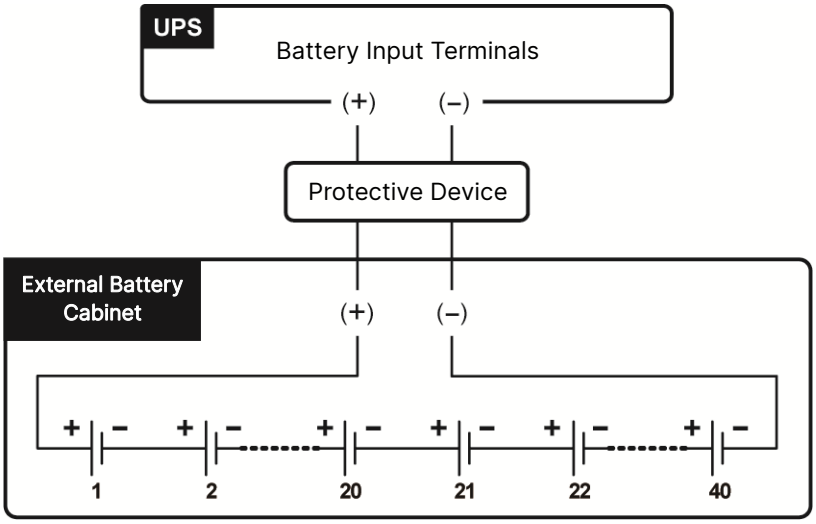

Figure 5-35: External Battery Cabinet Connection
- To connect the external battery cabinet(s) to the UPS, please refer to *5.5 Wiring* and *Figure 5-35.*